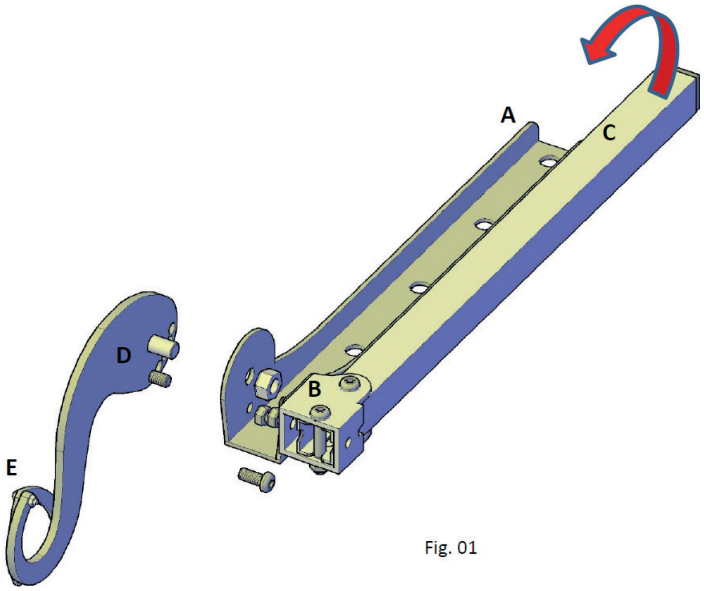

Fig. 01
- Ruotare il braccetto (**C**) di 90° (fig.01).